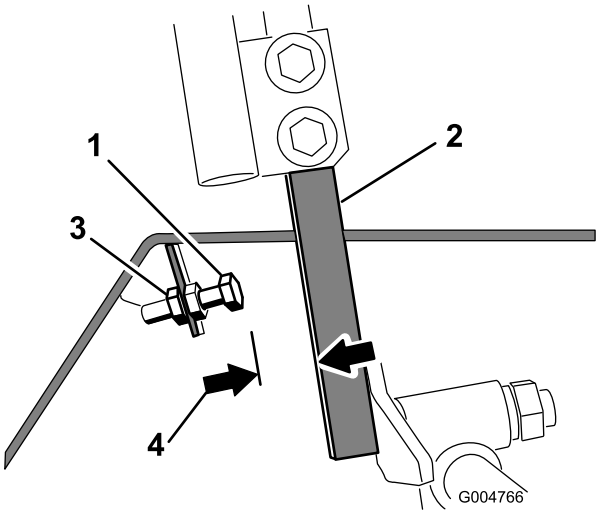

Figur 60
4. Lossa kontramuttern på stoppbulten för ett av rörelsereglagen (Figur 60).